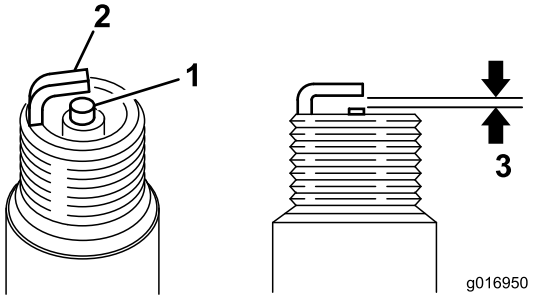

Figura 35
3. Ajuste el hueco entre electrodos a 0,024-0,028 pulgadas (0,6-0,7 mm) (Figura 35). Tras ajustar correctamente los electrodos, instale la bujía y apriétela a 17 pies-libra (23 Nm).